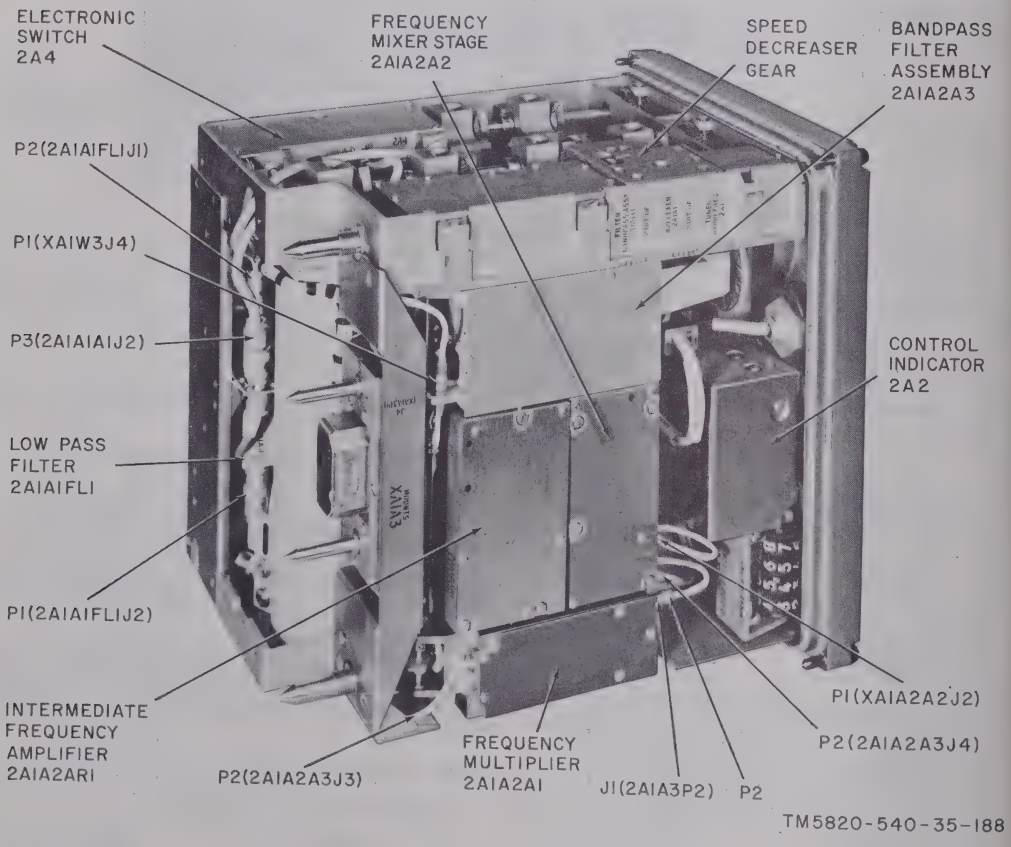

Figure 3-18. Receiver RF head, top and rear view.
(1) Disconnect plug P2 (2A1A2A3J4) (fig. 3-18) from connector J4 of bandpass filter assembly 2A1A2A3.